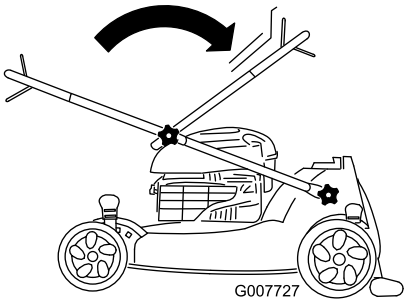
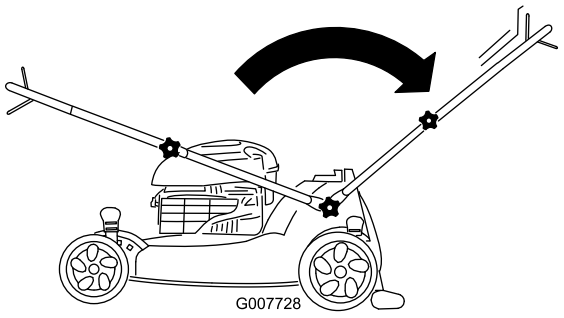

Figur 3
Figur 4
1. Fold ut håndtaket som bekreftet i Figur 3 og Figur 4.